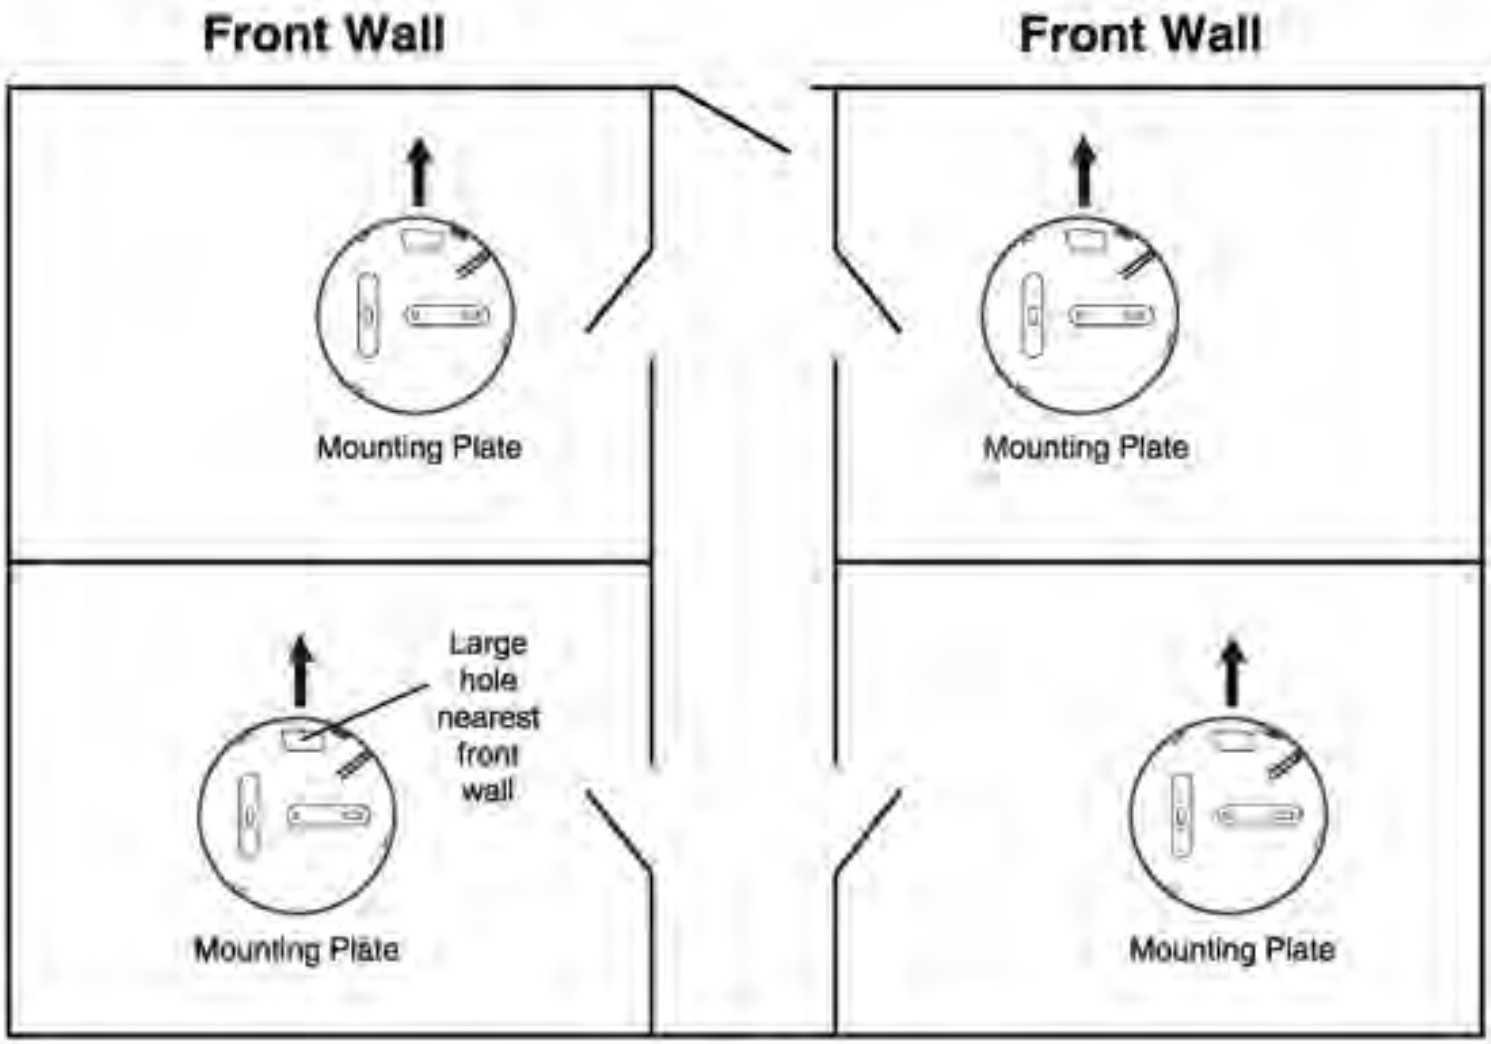

Fig 7
5. If using an RF interconnection, ensure all Alarms are facing the same direction. This means picking a part of the building, say the front of the building and then installing all mounting plates in the same orientation with respect to this (see Figure 7).